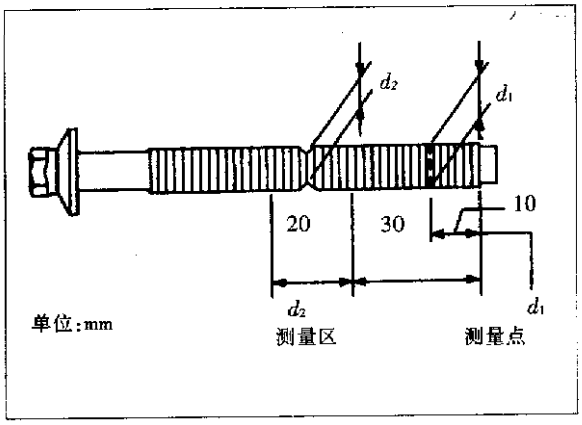

图 2-9-34
②主轴承盖螺栓的使用。如图 2-9-34 所示，测量 d_1 和 d_2 值，d_2 为最小公称直径。(d_1 - d_2)极限值为 0.11mm。若(d_1 - d_2)超过极限值，应更换。